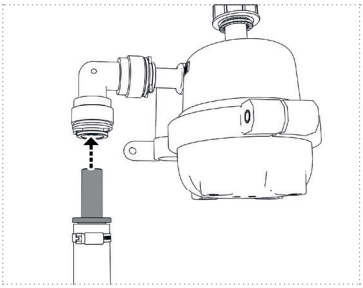
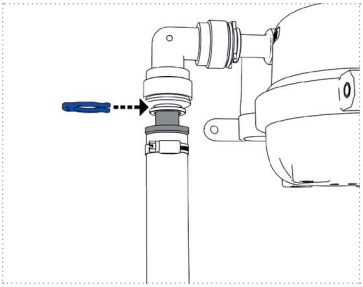

Figure 12a
Figure 13
5. Insérez les tuyaux jusqu'à la butée directement dans les raccords d'eau de l'unité UV (*figures 12a et 12b*). Dans tous les cas, sécurisez toutes les connexions à emboîtement avec les « bagues de sécurité » fournies dans l'emballage (*figure 13*).
S'il est nécessaire de détacher une connexion enfichable, procédez comme suit (figure 13). Enlevez d'abord l'anneau de sécurité (1). Poussez l'élément de retenue avec les doigts ou à l'aide d'une aide au détachement (par ex. anneau de sécurité) vers l'arrière et maintenez-le (2). Le tube/tuyau enfiché peut maintenant être retiré (3).